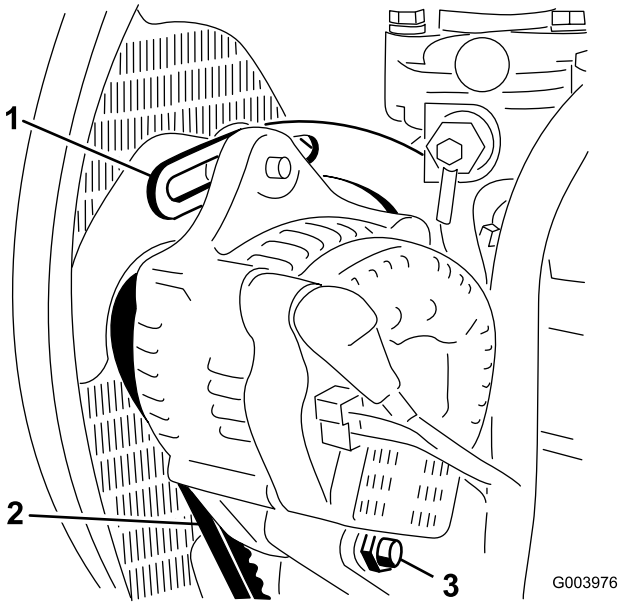

Figur 74
2. Kontrollera generatorremmens spänning genom att trycka ner remmen (Figur 74) mittemellan generatorn och vevaxelskivorna med en kraft på 10 kg.
3. Lossa den bult som håller fast staget på motorn (Figur 74), den bult som håller fast generatorn på staget samt axelbulten.